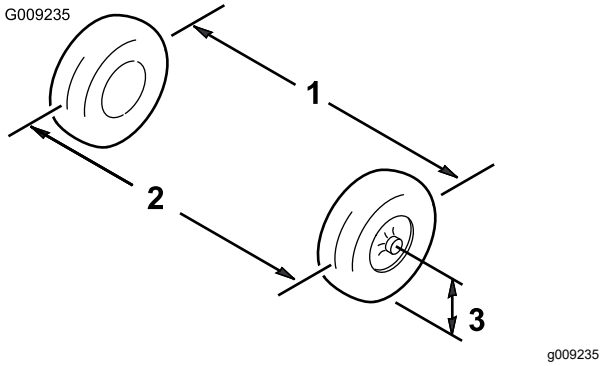

Figur 50
1. Mät avståndet mellan de båda framhjulen vid axelhöjd, både framtill och baktill på framhjulen (Figur 50).